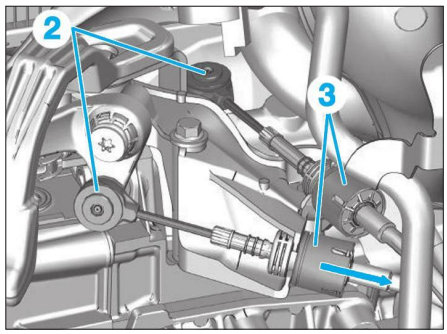

**Fig. 8**
• A l'aide de l'outil [1], désaccoupler les rotules (2) **(Fig.8)**.
• Pousser vers le bas pour déverrouiller les attaches de maintien des câbles (3).